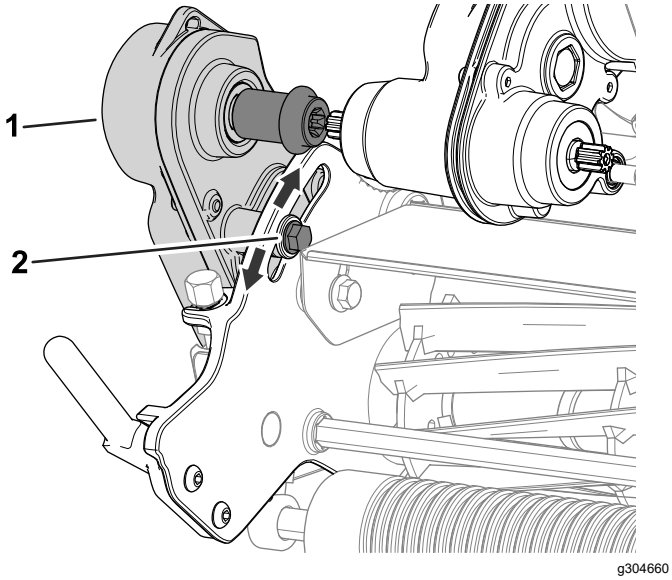

Figur 48
1. Løsn bolten, der er vist i Figur 48.